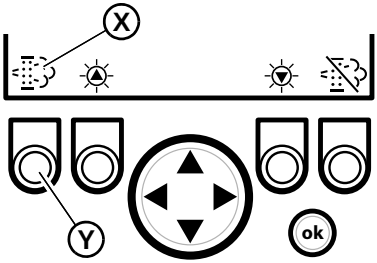

Figure 85 – Forcing Stationary Regeneration
Press button (Y, Figure 85) associated with the DPF regeneration symbol (X), until the regeneration screen displays. Refer to “Stationary Regeneration” on page 118 to proceed with stationary regeneration.